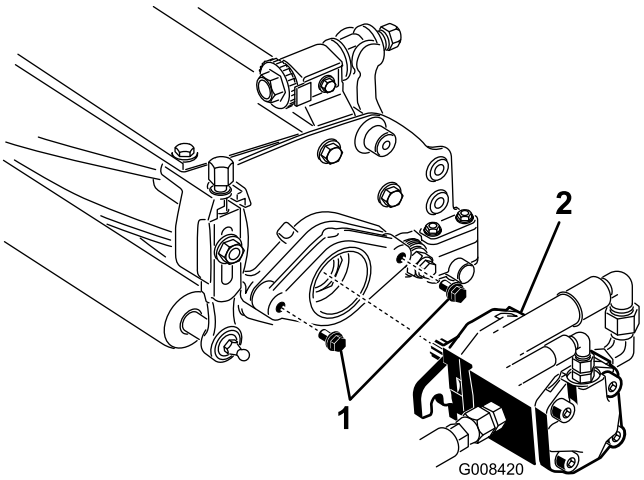

**Figur 12**
8. Monter festeskruene på spolemotoren på hver av klippeenhetene. La ca. 13 mm av gjengene være eksponert på hver monteringsskrue (Figur 12).
10. Smør rent smørefett på motorens kileaksel, og monter motoren ved å snu den med klokken, slik at motorflensene går klar av boltene. Vri motoren mot klokken til flensene er omringet av bolter (Figur 12).
11. **Stram monteringsboltene** (Figur 12).